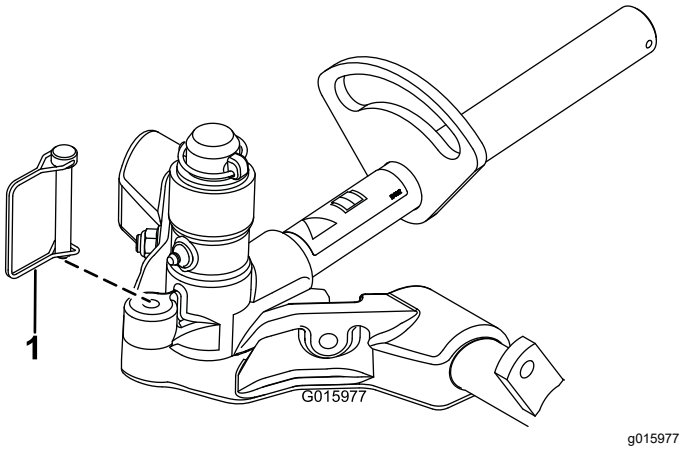

Figur 17
12. For at låse (fastgøre) styringen på klippeenhederne skal drejegaflen fastgøres på bærerammen med låsestiften (Figur 17).